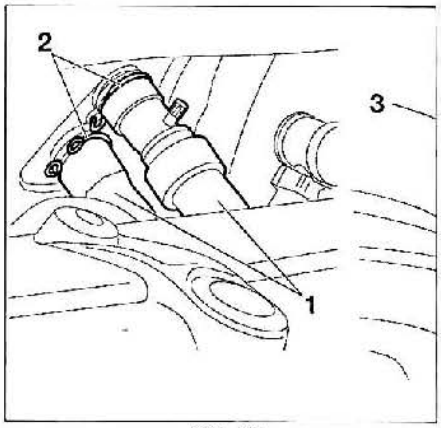

FIG. 10
. Separar parcialmente la moqueta de suelo., desconectar el conector (1) **(fig. 10)**.